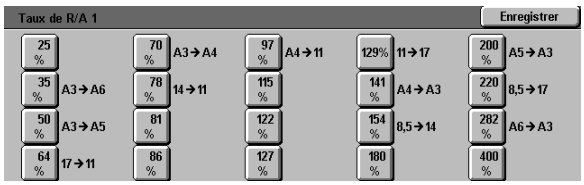

Figure 45 : Écran Taux de R/A prédéfini
- À partir de l'écran Taux de R/A prédéfini (voir la figure 45), appuyez sur la touche correspondant au taux de réduction ou d'agrandissement voulu.